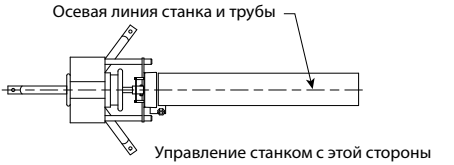

РИС. 2 - УГОЛ КОНТРОЛЯ ТРАЕКТОРИИ
c. Расположите трубную подставку таким образом, чтобы ее осевая линия совпадала с осевой линией станка. Смотрите Рис. 2 выше.